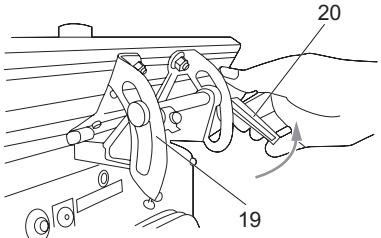

Fig. 8
> Gire a alavanca de bloqueio do ângulo da guia (20) para a esquerda para desapertá-la. (Fig. 8)
> Utilize a guia do ângulo (19) e o indicador do ângulo para ajustar a guia para o ângulo desejado. (Fig. 8)